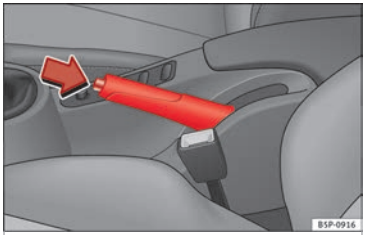

Fig. 123 Handbrake between the front seats.
– Pull the handbrake lever up firmly »» **Fig. 123**.
– Pull the lever up slightly and press the release knob in the direction of the arrow »» **Fig. 123** and guide the handbrake lever down fully »» ⚠.